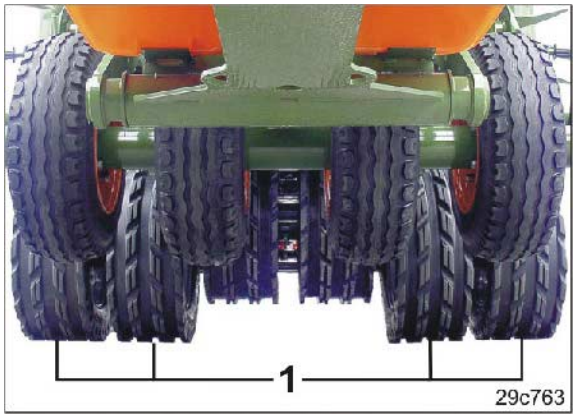

**Fig. 189**
5. Relevez totalement la machine en sortant complètement le train de roulement intégré (Fig. 189/1).